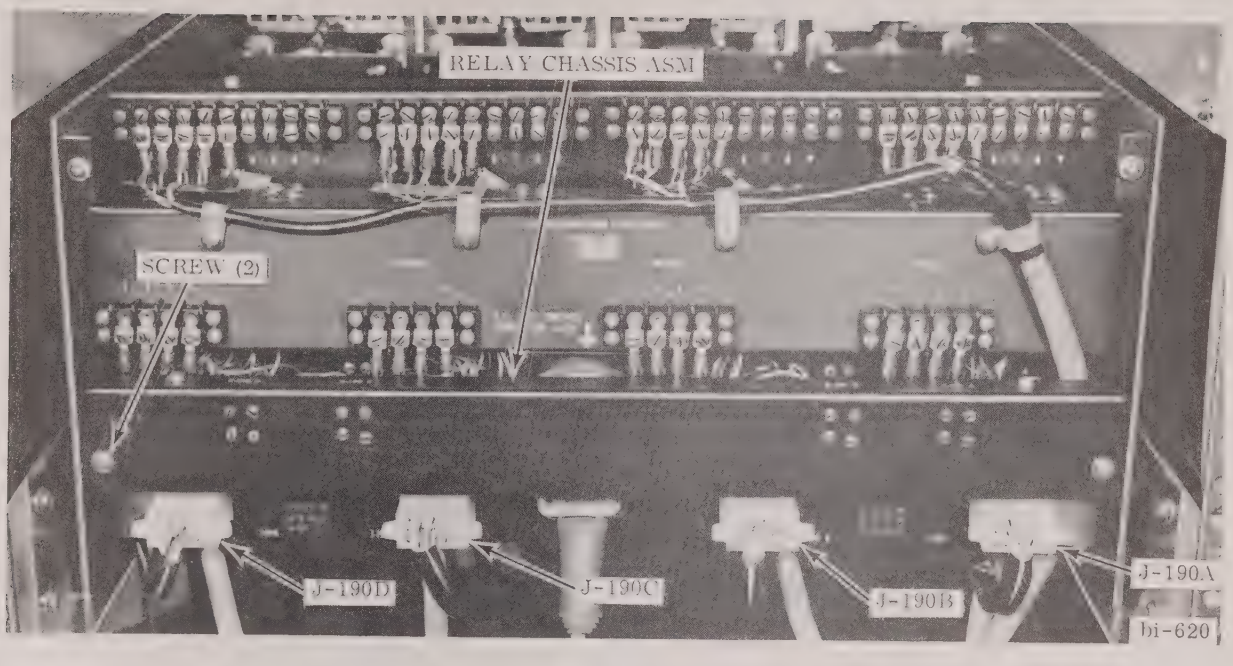

FIGURE 2-14 INSTALLATION OF AMPLIFIER CALIBRATION AND SYSTEM POWER ASSEMBLY
13. Position relay chassis assembly at rear of drive frame and install two screws (Fig. 2-14).
8. Position relay chassis assembly on rear of drive frame and install two screws (Fig. 2-14).
9. Install four plugs into J-190A thru J-190D on relay chassis assembly (Fig. 2-14).